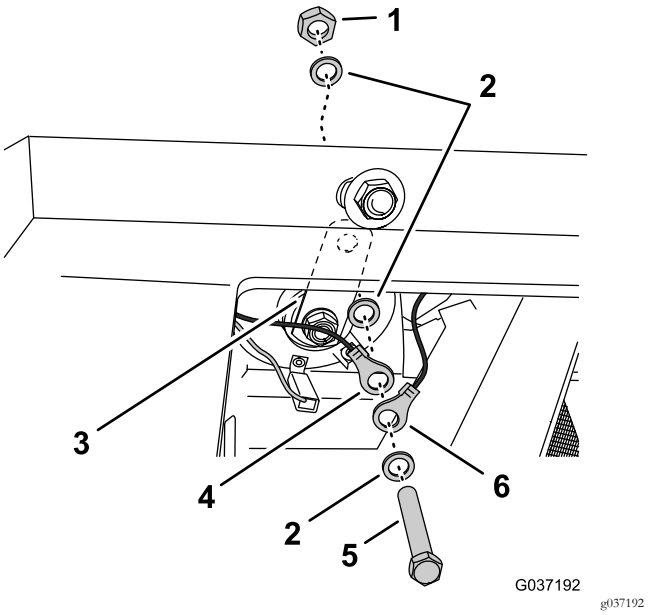

Figura 22
4. Retire o parafuso, anilhas e porca que fixam o terminal de anel da cablagem da máquina e o suporte para a buzina (Figura 22).